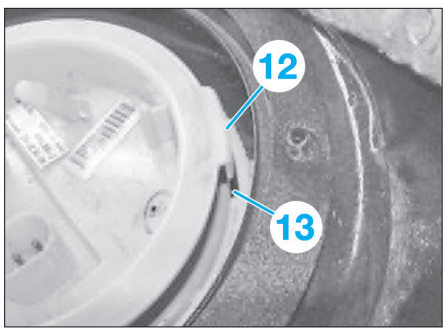

Fig. 52
• Le couvercle de maintenance ne peut être monté que dans une seule position **(Fig.52)**.